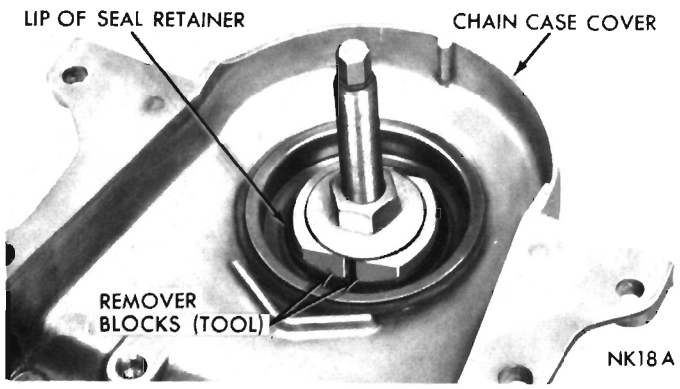

Fig. 27—Remover Blocks Expanded to Puller Position
(1) Position remover screw of Tool C-3506 through case cover with inside of case cover up. Position puller blocks directly opposite each other, and force the angular lip between the neoprene and flange of the seal retainer.
(2) Place washer and nut on remover screw. Tighten nut, forcing the blocks into the gap to a point of distorting the seal retainer lip, (Fig. 27). This is important, **remover is only positioned at this point.**